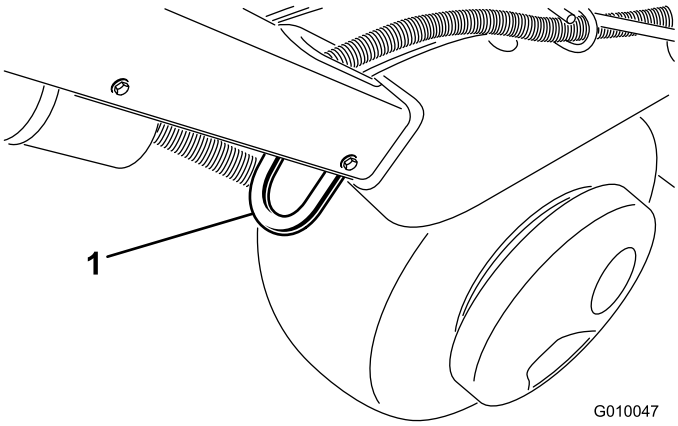
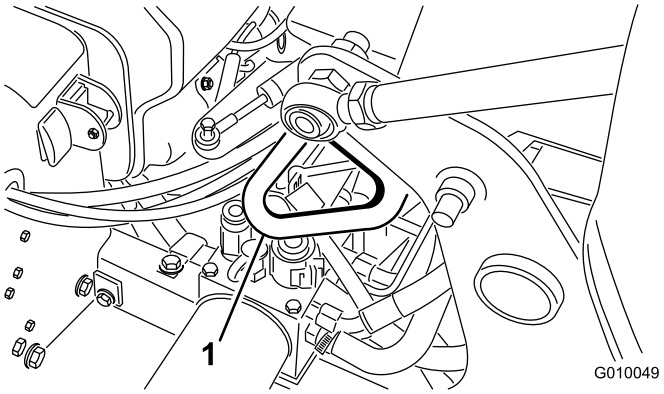

**Figuur 32**
**Figuur 34**
3. Zet de bevestigingspunten van de machine (Figuur 32 tot en met Figuur 34) goed vast aan de aanhanger of de vrachtwagen met behulp van riemen, kettingen, kabels of touwen.